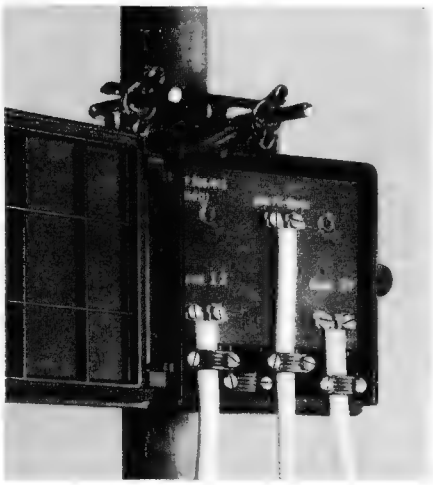

*Bild 4. Bedienungsseite der Antennenweiche*
*Bild 4* zeigt das Äußere einer solchen Weiche. Die Schaltung ist, gegen mechanische Zerstörung geschützt, in einem wetterfesten, verschraubbaren Kunststoffgehäuse untergebracht, das unmittelbar am Antennenmast montiert wird. Oberhalb der Anschlußklemmen für die Zuleitungen zu beiden Antennen sind die Abstimmkerne für beide Sperren zugänglich. Die Weiche ist unter wechselnden Temperaturbedingungen erprobt. Die dabei auftretenden Verstimmungen der Sperren sind so geringfügig, daß sie auch in Grenzfällen tragbar sind.